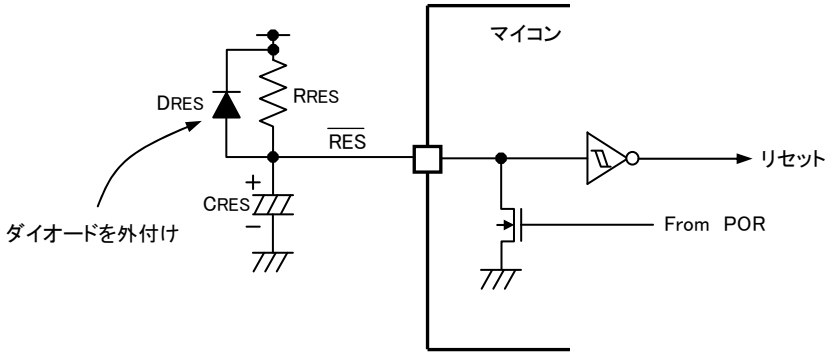

図 4－6－8　外 部 PORのリセット回 路 構 成 例
②内 蔵リセット回 路 を使 用 せず外 付 けにPOR回 路 を構 成 する時
4－6－7－①項と同 様 に内 蔵リセット回 路 を使 用 しない場 合 でも電 源 投 入 時 に内 蔵 PORが動 作 します。しかし、内 蔵 PORより長 いリセット期 間 を設 けたいために外 部 にもPOR回 路 を構 成 し、容 量 CRESを0．1μF以 上 にする場 合 には、必 ず図 4－6－8のようにダイオードDRESも外 付 けしてください。